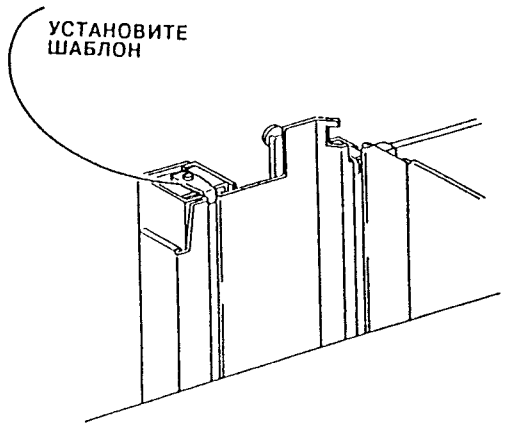

Рис. 10. Установите регулировочный шаблон
7. Установите регулировочный шаблон на задний левый кулачок (Рис. 10).